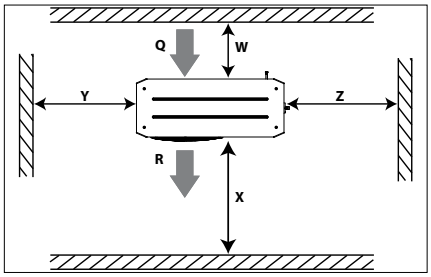

Bild 1: Minimum monteringsavstånd
- Kontrollera att det finns tillräckligt utrymme runt enheten för luftcirkulationen och för att öppna dörrarna. Se bild 1 för uppgifter om minsta avstånd till väggarna.